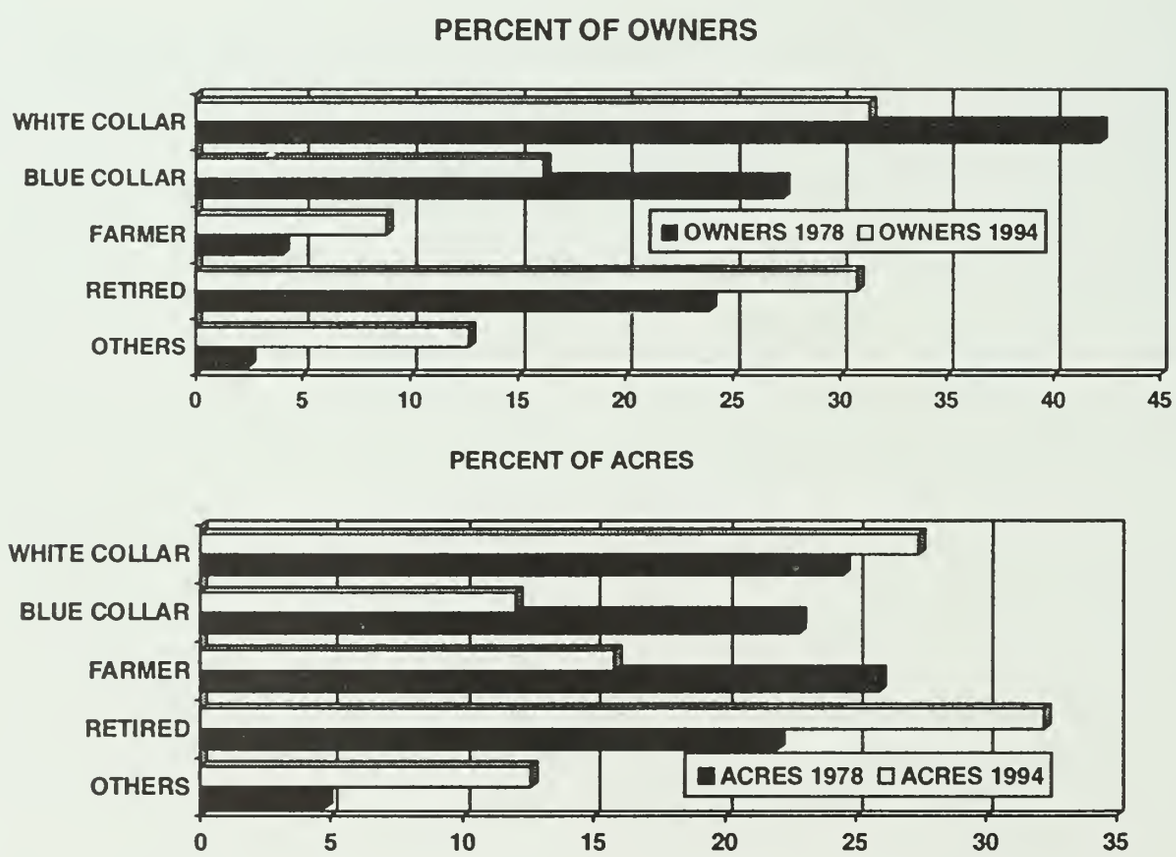

Figure 5.—Distribution of individual ownerships, by owner occupation, Northern United States, 1978 and 1994.
In general, the "new" individual private forest-land owner is younger, better educated, and earns more than the owner of a decade ago. Also, the proportion of farmers, retired, and "other" owners increased (Fig. 5, Table 5). "Other" includes service workers, which coincides with the increase in service-related industries in the economy from 1978 to 1994. There has been a substantial decrease in the percentage of owners in "blue collar" occupations and in the proportion of acreage held by these owners. Among farmers, the proportion of forest acreage owned has decreased. Retired owners increased both in the proportion of owners and the proportion of acreage owned, possibly because owners who retired in the last decade were from occupation groups that showed decreases rather than individuals who purchased forest land upon retirement. Also, people are retiring earlier and living longer. [*In 1993, farmers and retirees controlled 45 percent of the forest-land ownership units in Illinois, which accounted for 53 percent of the forested acres. White collar workers controlled 14 percent, and blue collar workers controlled only 5 percent of Illinois' forest land. Fifty-two (52) percent of Illinois' private forest-land owners are 55 or older. Sixty-seven (67) percent of Illinois' owners own only one forested tract and account for 49 percent of Illinois' total forest acerage. Of these owners, 65 percent live less than one mile from their forest land.*]